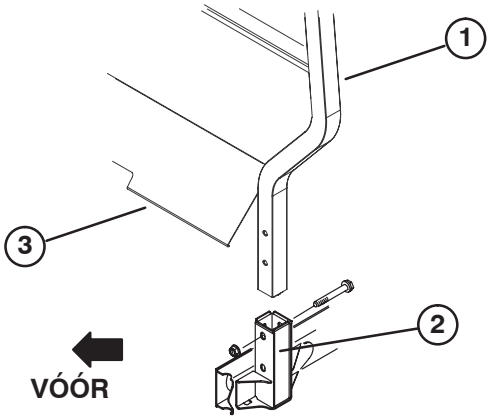

Figuur 6
1. Steek beide kanten van de omkiepbeveiliging in de bevestigingsbeugels aan weerszijden van het frame van het voertuig en plaats de omkiepbeveiliging zoals wordt aangegeven op Figuur 6.